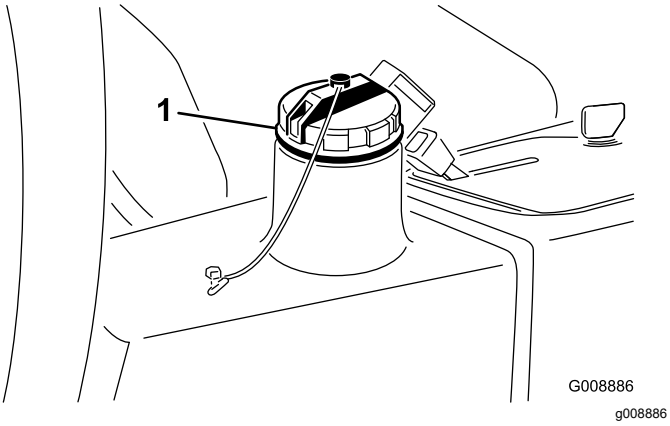

Figuur 79
4. Vul het reservoir (Figuur 79) met ongeveer 13,2 liter hydraulische vloeistof; zie Hydraulische vloeistof controleren (bladz. 51).